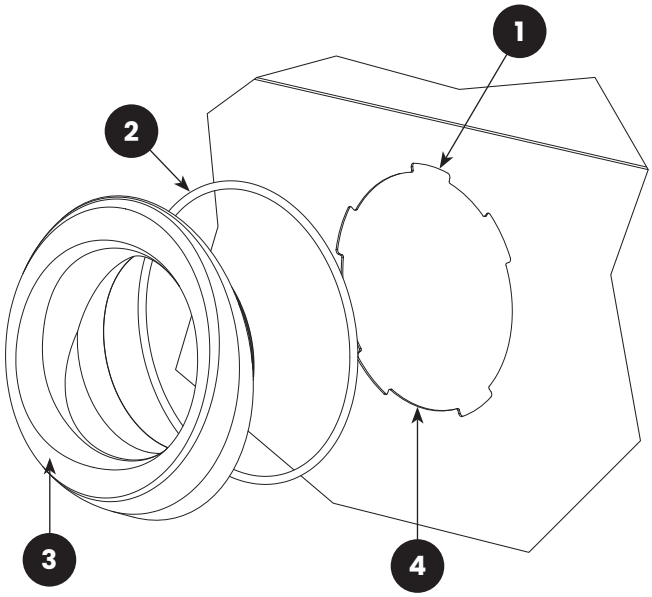

FIGURE 8: (1) Glove Mount Locking Slot; (2) O-Ring; (3) Armrest Glove Mount; (4) Cabinet Glove Opening
6.2 | Quick-Change Gloves and Glove Mounts – Figure 8
6.7.2.4 | Lay a section of strip gasket along the edge of the opening and cut to length, allowing 3/4” overlap on each end. Peel a short section of adhesive backing and adhere the strip gasket to the top edge of the light opening, as shown in Figure 8. Press the gasket to bond. Repeat the process for each side, compressing the ends to seal.